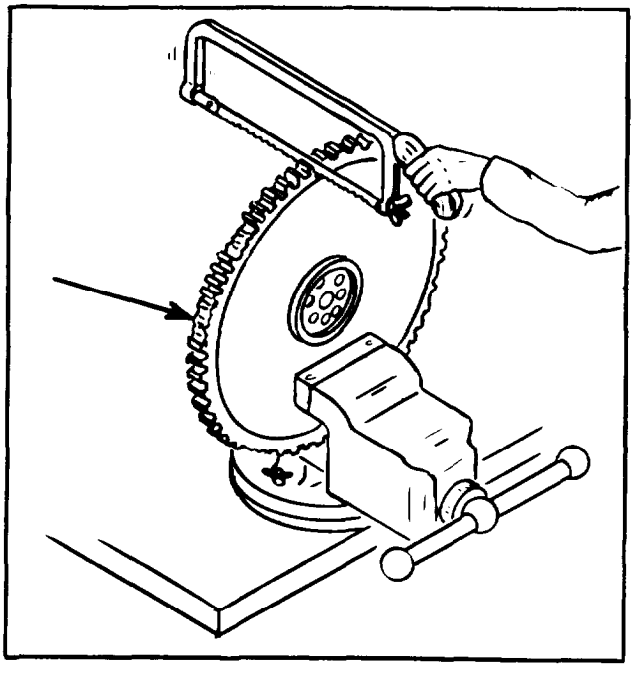

Figure 5-48A
Before removing the ring gear inspect it for worn or broken teeth as shown by the arrow in Figure 5-48A. When gear teeth are worn to the point that the starter will not engage the flywheel then the ring gear must be replaced.
b. Place flywheel in a vise as shown in Figure 5-48A.
C. Use a hacksaw and cut ring gear as shown in Figure 5-48A.